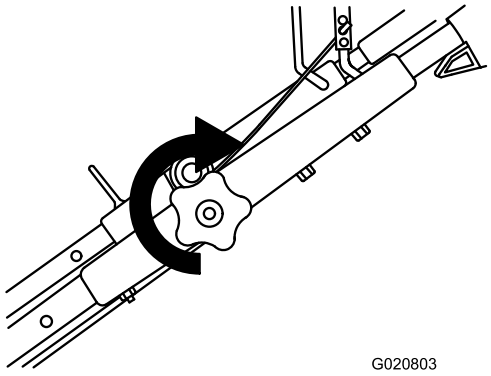

Figuur 4
2. Draai de handgreepknop zo goed mogelijk vast (Figuur 4).